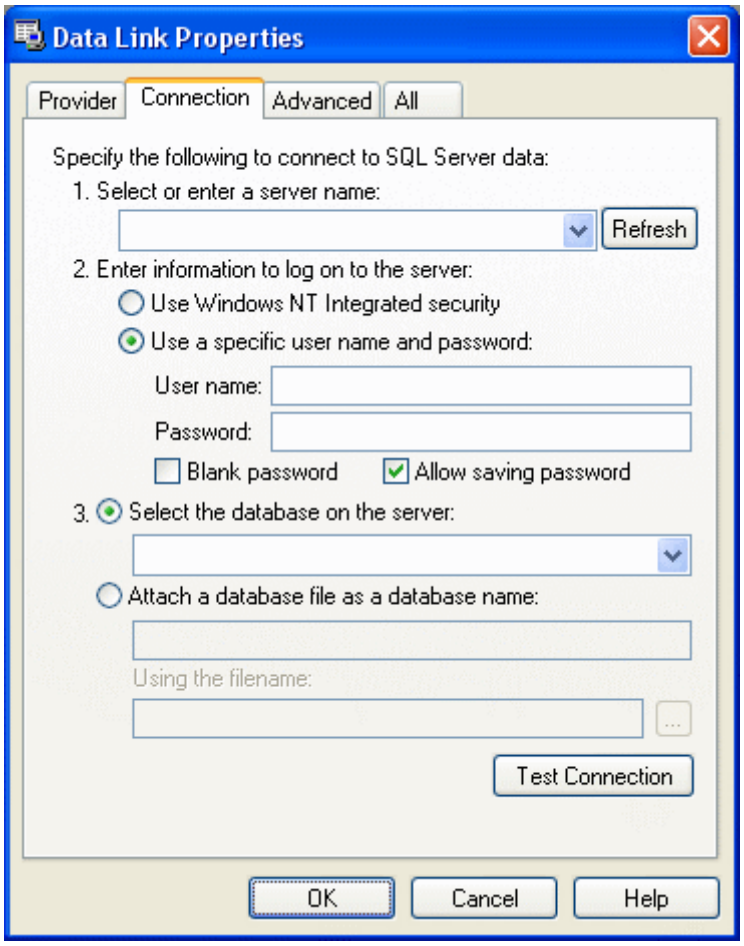

Figure 12.10-6 Connecting to MS SQL Server
6. As a result the "Data Link Properties box" is displayed (*Figure 12.10-6*). Un this box you are to: